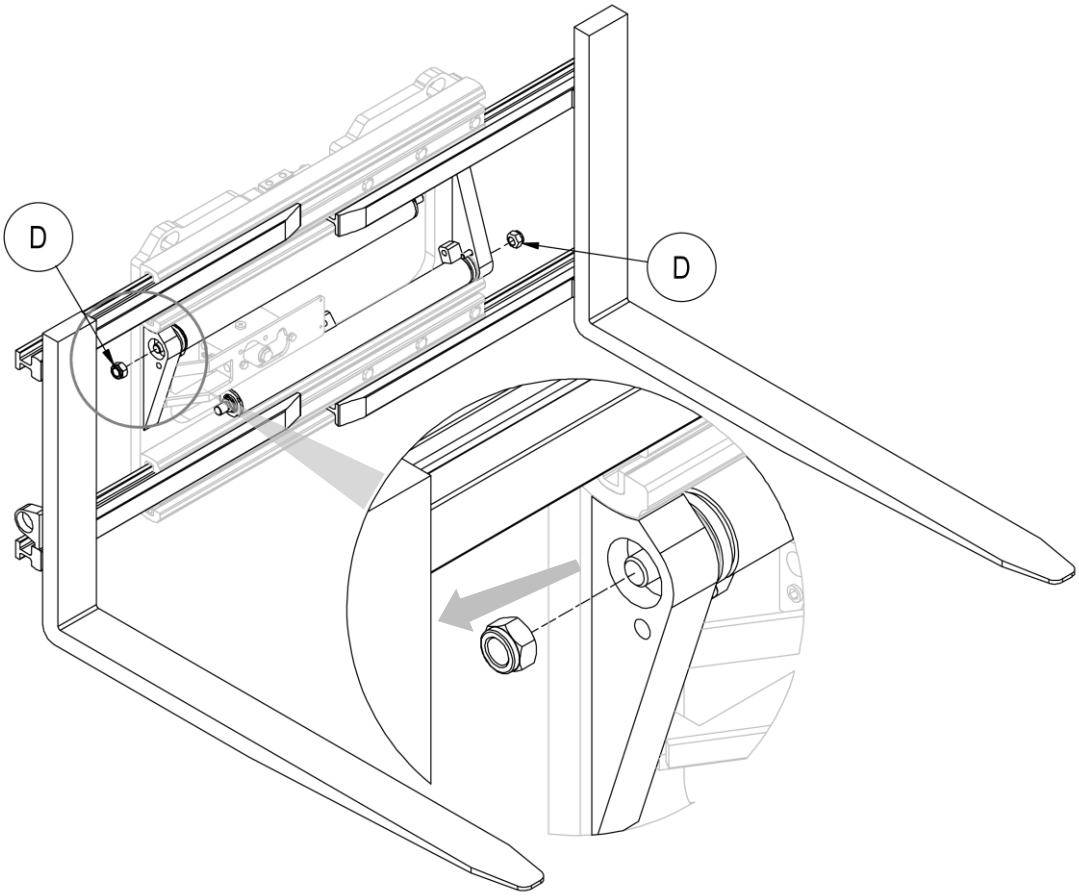

Figure 32
7. Retirer les écrous **D** qui raccordent les vérins à la structure de l'équipement et retirer les vérins en prenant soin de ne pas les endommager (voir *Figure 32*).